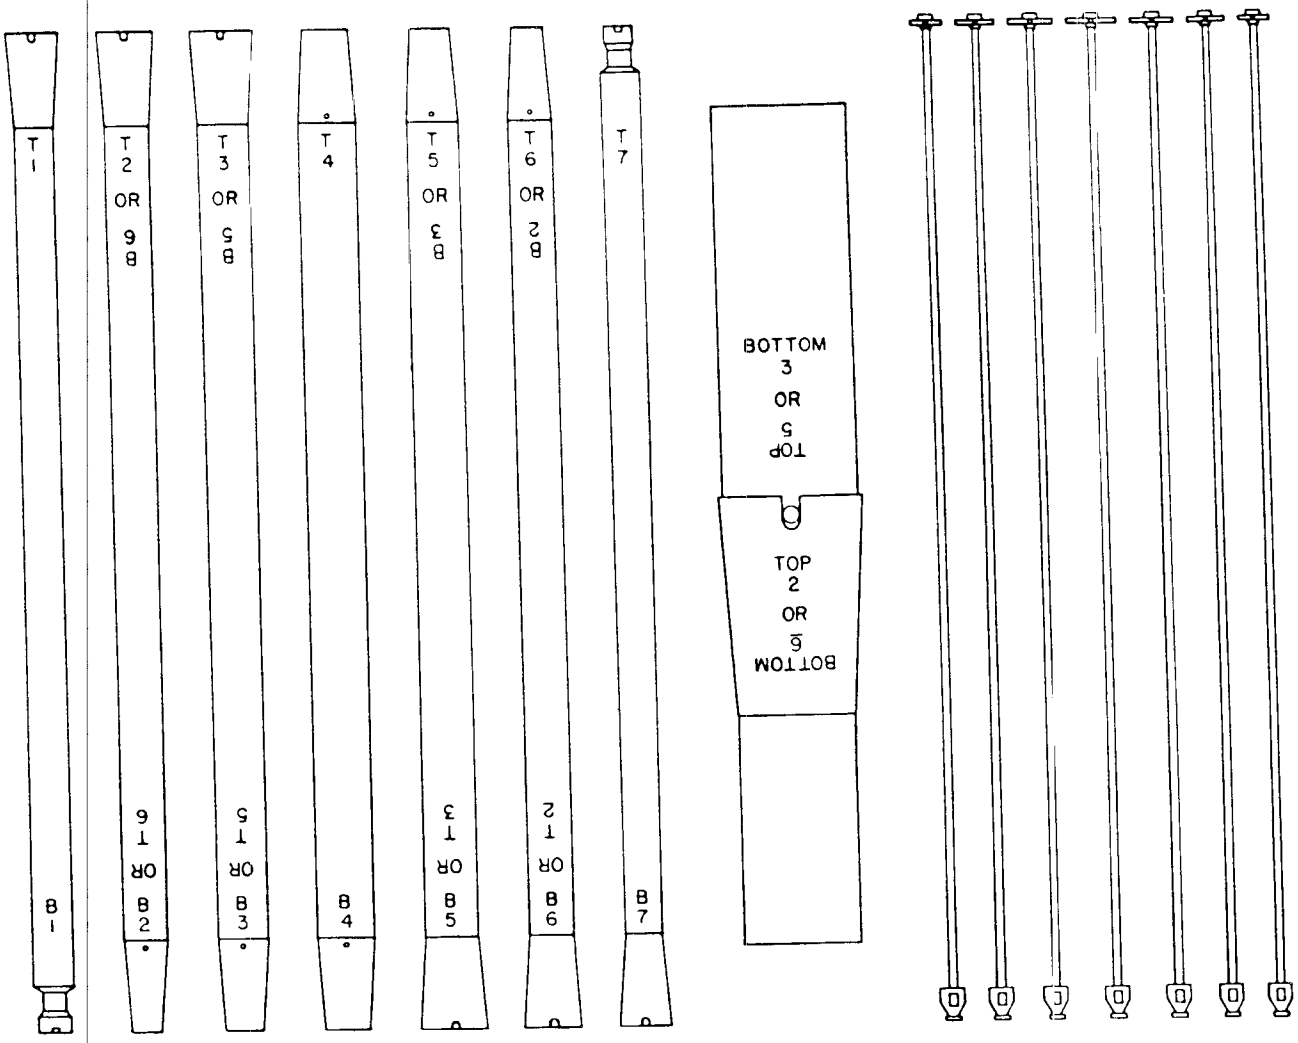

*Figure 212. Waveguide and mast sections.*
plate and the yoke assembly, 7 and 8 remove the 7 mast sections and the 7 waveguide sections from their carrying cases and lay them down in the order in which they are to be assembled. Each section is marked with a number and the words TOP and BOTTOM to insure proper arrangement (fig. 212).
**5** and **6** slide the second mast section over the second waveguide section and join the two mast sections together (fig. 212).
**5, 6, 7,** and **8** continue to assemble the mast and waveguide sections until all seven sections have been assembled. In assembling the mast sections, make sure that the sections are locked in place by noting that the slots engage the keys in the opposite sections as shown in figure 212. If the sections are not properly engaged, it may be necessary to remove the coupling block on the bottom mast section from its slotted hole and let the casting ride back into the mast section. When the guy wires are all assembled and pressure is placed on the mast during erection, the sections will be forced into position by the pressure on the mast sections. The coupling block can then be reassembled.